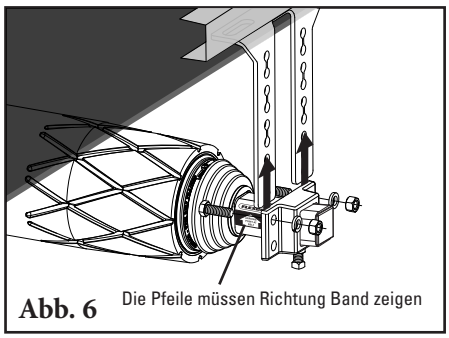
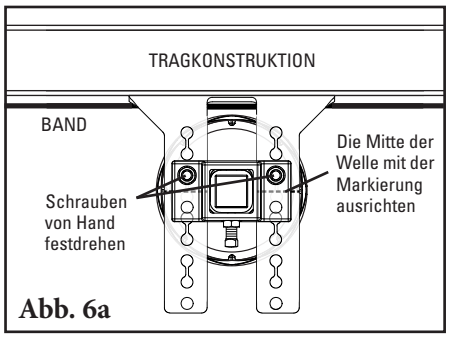

Abb. 6
Abb. 6a
6. **Die Baugruppe aus Rolle und Halteplatte der Hauptwelle anheben.** Für das Anheben des PTEZ in seine Einbauposition unbedingt sichere Hebeverfahren verwenden. Sicherstellen, dass die Pfeile auf dem Etikett der Hauptwelle in Richtung Band zeigen (Abb. 6). Die Mitte der Welle mit der Markierung am Montagewinkel (aus Schritt 1) ausrichten und die Schrauben zwischen Montagewinkel und Halteplatte der Hauptwelle von Hand festdrehen (Abb. 6a).